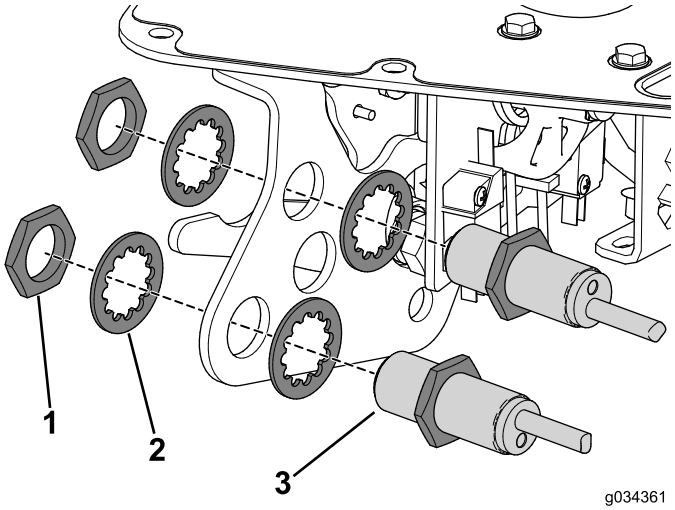

Figuur 23
3. Gebruik de moeren en borgringen die u eerder verwijderd hebt om de nabijheidssensors aan de beugel van de functiehendel te bevestigen (Figuur 23).